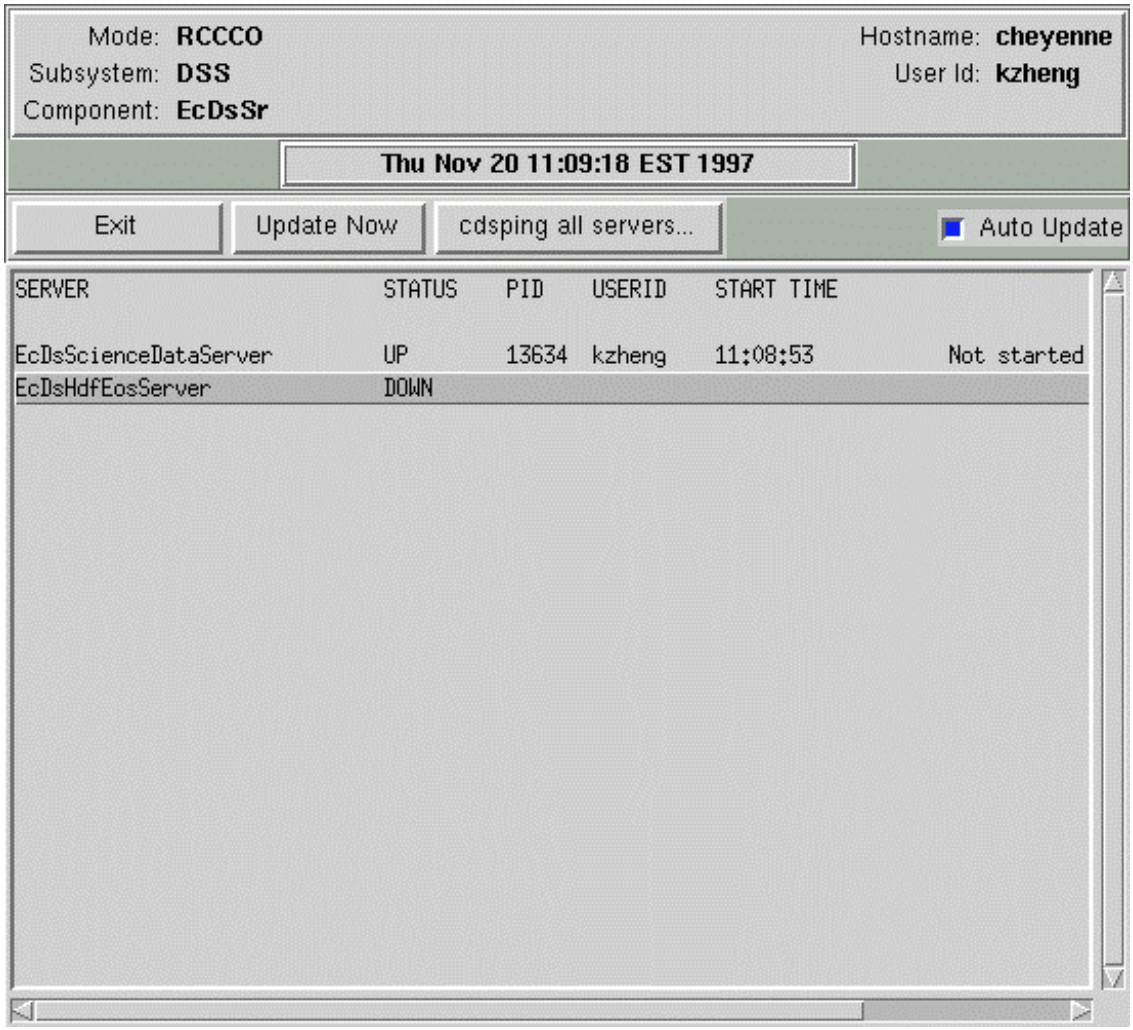

Figure 3.7-3. Server Monitor GUI
- This will invoke the ECS Monitor GUI window as shown in Figure 3.7-3.